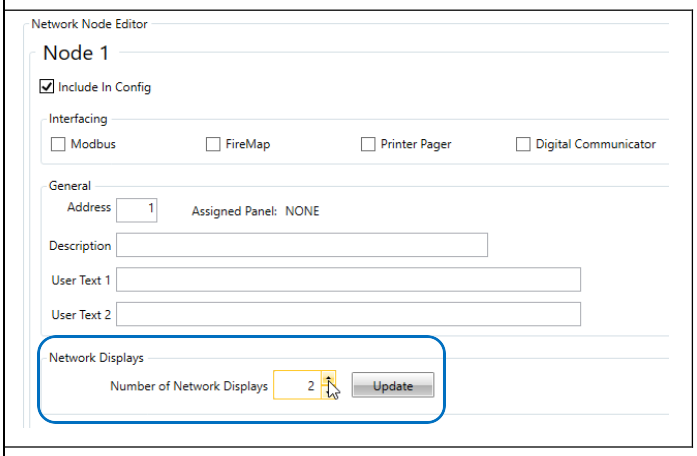

Figure 20-33: Configuring Network LCD Annunciators
- The “Network Displays” sub window is for configuring the number of devices on the Network Peripheral Bus (Figure 20-33- Blue square). Any device connected to the Network Peripheral Bus must be included in the count.
- In Node 1’s Network Node Editor, two can be entered in to the Network Displays field directly or by using the up/down buttons and then pressing the “Update” button (Figure 20-33)